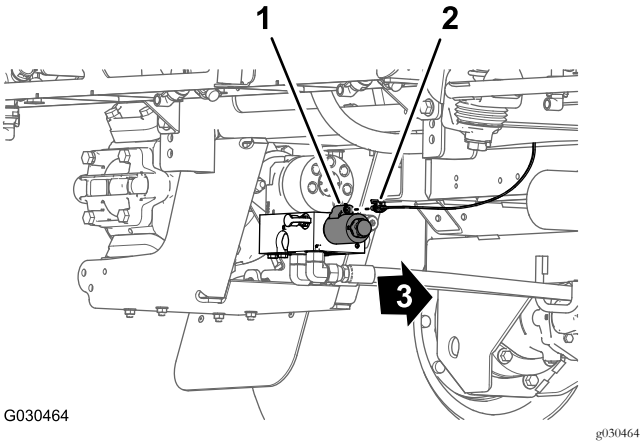

Figuur 25
5. Aan de achterkant van de machine, aan de binnenzijde van de spuitpomp, koppelt u de connector met 2 contacten van de achterste kabelboom af van de stekker met 2 pinnen van het pomprelais (Figuur 25).